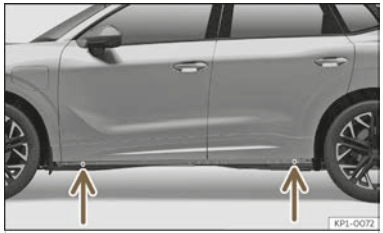

Fig. 248 Jack position points.
- Look on the crossbar for the mark of the jack support point (sunken area) closest to the wheel to be changed ››› **Fig. 248**.